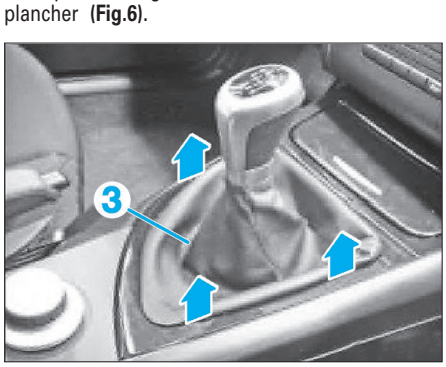

Fig. 6
• Comprimer légèrement le soufflet (3) vers l'intérieur pour le dégrafer de la console centrale de plancher **(Fig.6)**.